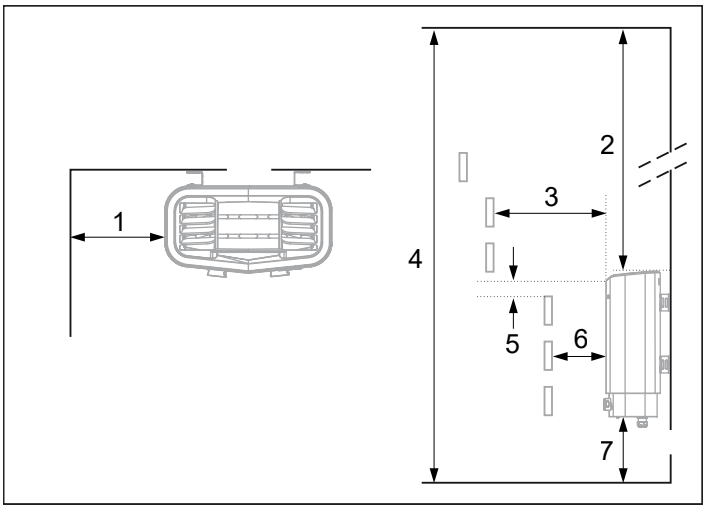

Fig 2: Placering av bastuaggregatet - normalmontage
- på säkert avstånd till golvet, sidoväggar och inredning (se Fig 2).